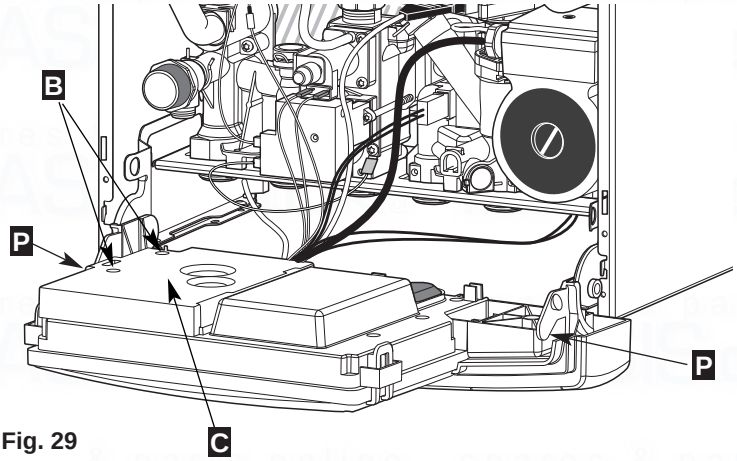
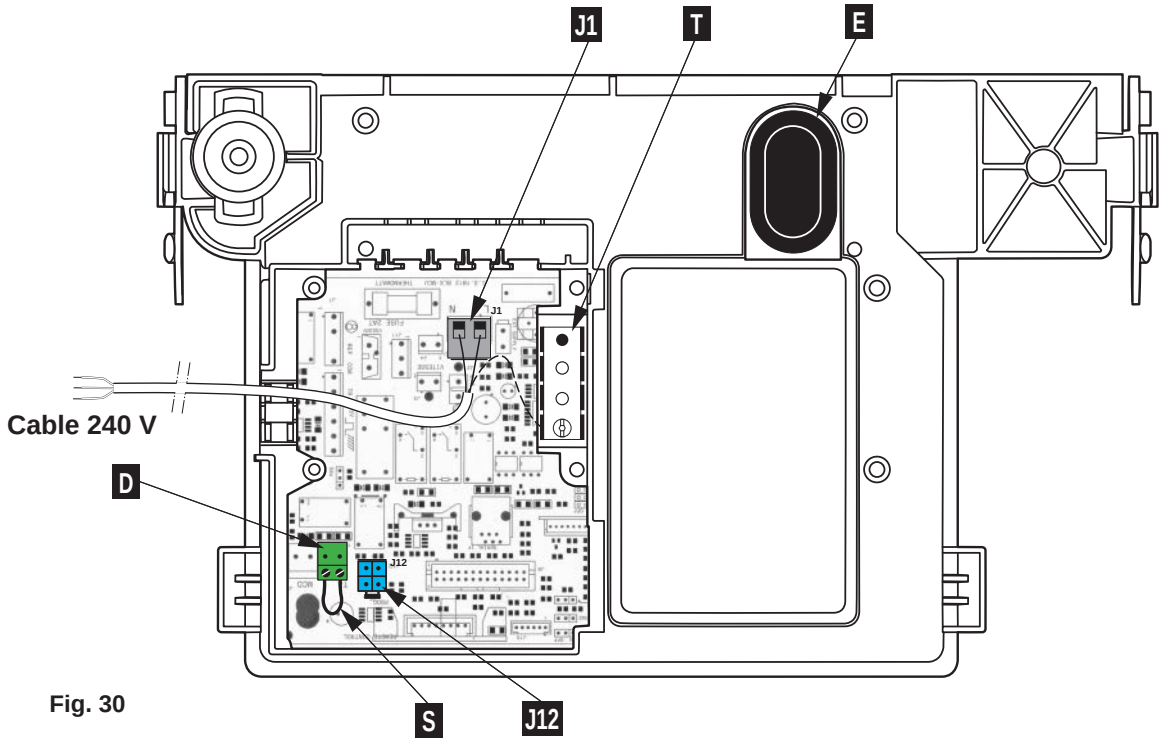

Fig. 29
Fig. 30
The 240 V and earth connection are made by using the lead provided at J1 (Fig. 30).
- Lower the electronic control unit by releasing the side locking pins **P (Fig. 29)**, to gain access to the reverse side
- Remove screws **B** and remove cover **C (Fig. 29)**.
Connector **J12 (Fig. 30)**, is provided for connecting an optional integral time clock or programmer, for fitting instructions, please refer to those provided with the clock.
Switch the power on, remove the casing and open the control unit by pressing the two side locking pins **P** (Fig. 29). The setting buttons are on the circuit board behind the blanking cover **E** (Fig. 30)
Once adjustments have been made, replace the blanking cover **E** (Fig. 30), close the control unit cover and refit the casing.